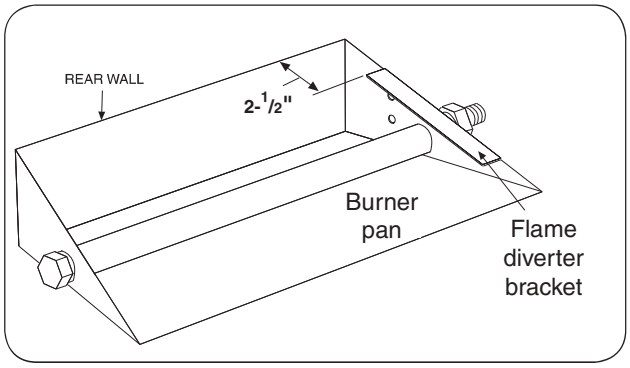

Fig. 8-1
1. Place the flame diverter bracket over the side edge of the burner pan, near the location the safety control system pilot bracket will be attached. It should be placed **approximately 2-1/2"** from the rear wall of the burner pan (see Fig. 8-1).